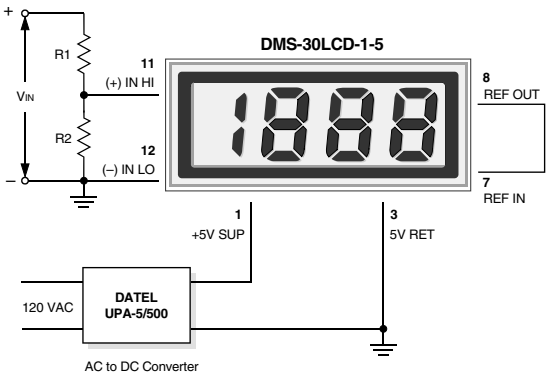

Figure 4. Input Attenuation Circuit
3. **Engineering Scaling:** For measuring voltages greater than the full scale input range of a given meter, the input signal must be attenuated. A simple voltage divider (similar to that shown in Figure 4) will scale the input to within the range of the selected meter. R1 and R2 should be precision, ±1%, metal-film resistors with absolute TCR's less than 50ppm/°C. See Ap Note 4 for more information on engineering scaling.